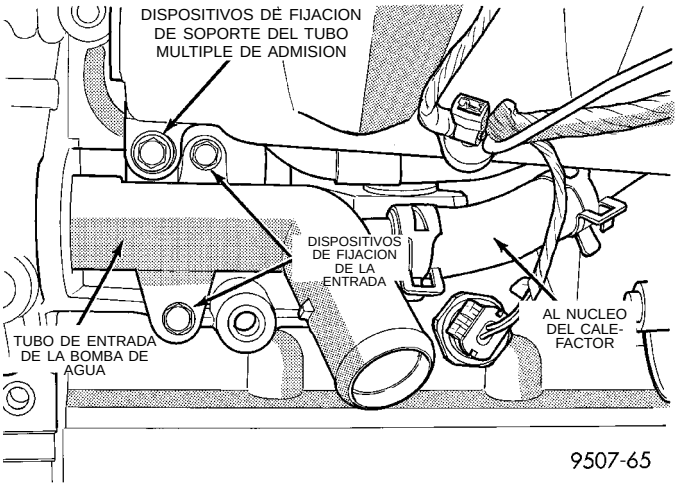
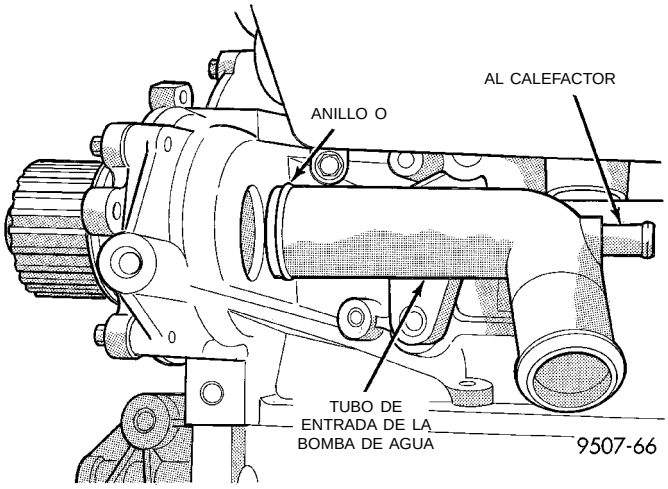

Fig. 16 Conexiones de la manguera del tubo de entrada de la bomba de agua
Fig. 17 Tubo de entrada de la bomba de agua
(1) Drene el sistema de refrigeración. Consulte el procedimiento indicado en esta sección.
(2) Retire la manguera superior del radiador para acceder a las conexiones de la manguera en el tubo de entrada.
(3) Retire la manguera inferior del radiador y la manguera del calefactor del tubo de entrada (Fig. 16).
(4) Retire los dos dispositivos de fijación que sujetan el tubo de entrada al bloque y el dispositivo de fijación que sujeta el tubo múltiple de admisión al tubo de entrada.
(5) Gire el tubo hasta desprenderlo del bloque del motor (Fig. 17).
(1) Inspeccione el anillo O para determinar si presenta daños antes de instalar el tubo dentro del bloque de cilindros (Fig. 17).
(2) Lubrique el anillo O con refrigerante e instálelo dentro de la abertura del bloque de cilindros.
(3) Instale los dos dispositivos de fijación al bloque del motor y el dispositivo de fijación al tubo múltiple de admisión. Apriete los dispositivos de fijación con una torsión de 12 N·m (105 lbs. pulg.).
(4) Conecte la manguera inferior del radiador y la manguera del calefactor al tubo de entrada.
(5) Instale la manguera superior del radiador.
(6) Llene el sistema de refrigeración. Consulte el procedimiento indicado en esta sección.
(7) Presurice el sistema con 104 kPa (15 psi) para comprobar si existen fugas.